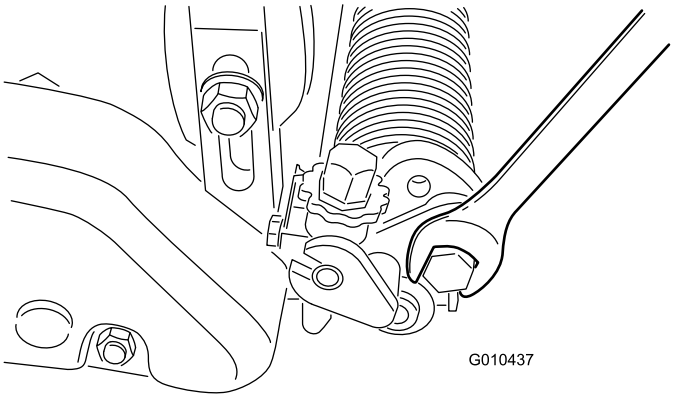

Figure 23
A. Loosen the bolts on the right and left groomer arms (Figure 23).